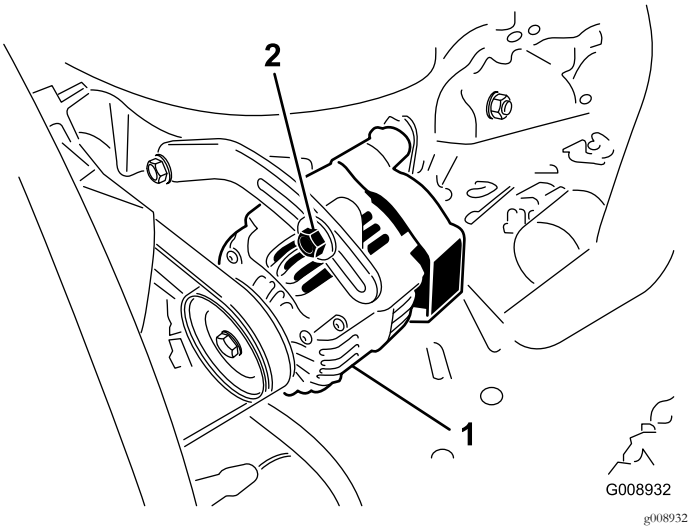

Figur 50
2. Om nedböjningen inte är 10 mm lossar du generatorns fästbultar (Figur 50).